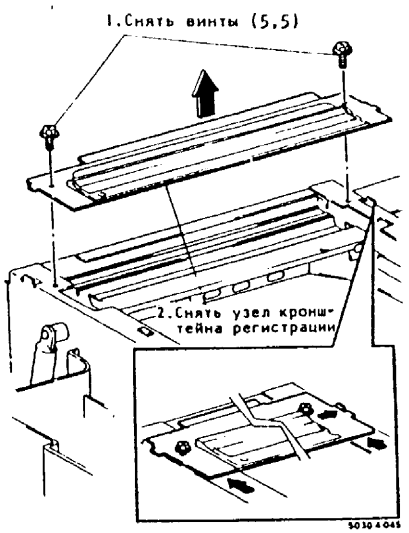

Рис.1. Снятие узла кронштейна регистрации
3. (Рис.1): Снять узел кронштейна регистрации.